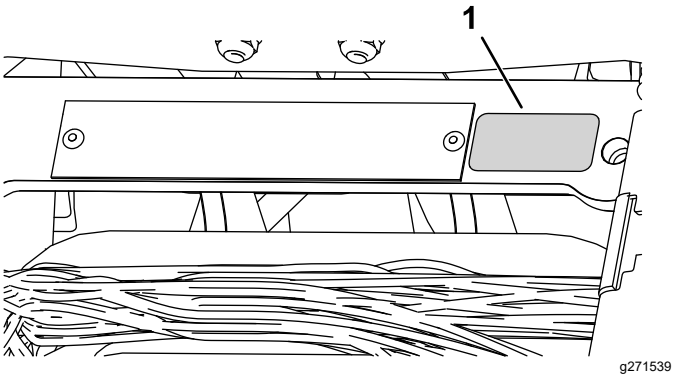

Figur 10
- Montera dekalen med uppgift om tillverkningsår nära serienummerplåten (Figur 10).